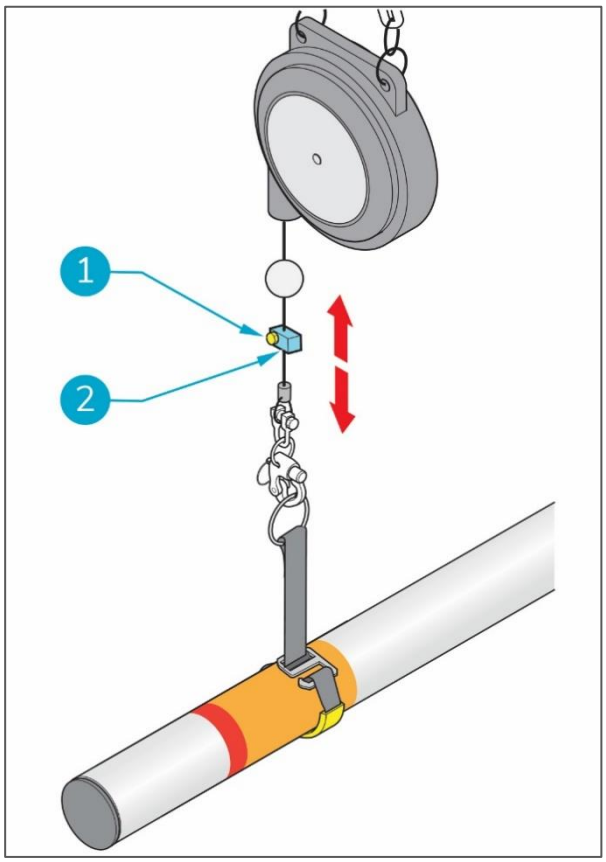

Abbildung 9
- Schraube (Abbildung 9, Pos. 1) am Kabelblocker (Abbildung 9, Pos. 2) lösen.